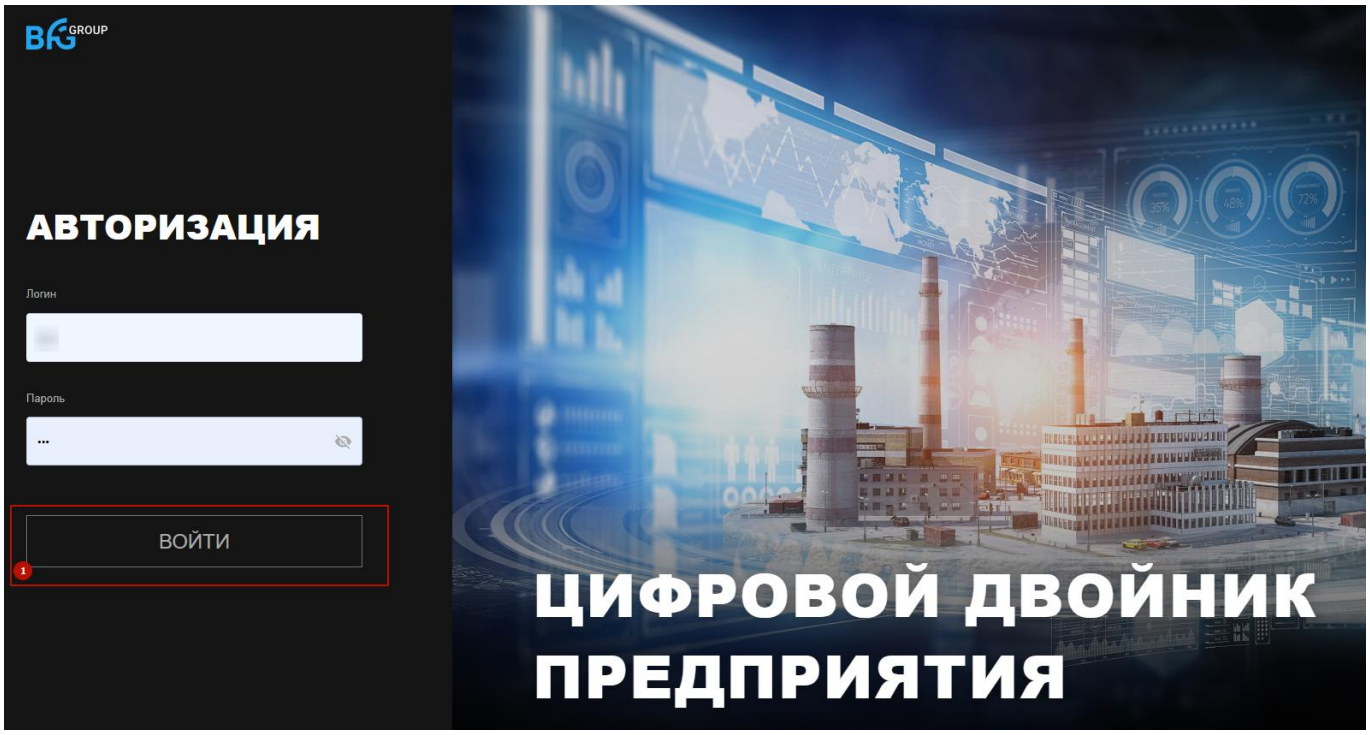

Рис. 1 – Окно авторизации системы BFG
2. Ввести в поля «Имя» и «Пароль» - реквизиты доступа, выданные администратором системы, после чего нажать на кнопку «Войти» (1 на Рис. 1).